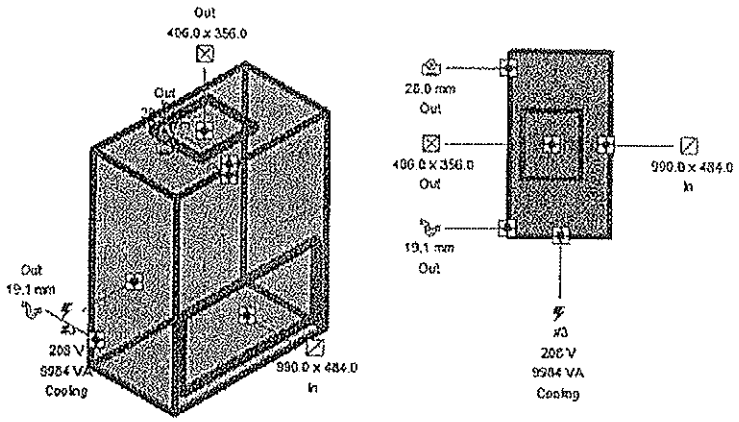

Figure 9–4
- Take time to get to know the types of mechanical equipment that come with the software. You can view them in 3D, plan, or elevation/section views. Select them to display the connectors as shown in Figure 9–4.